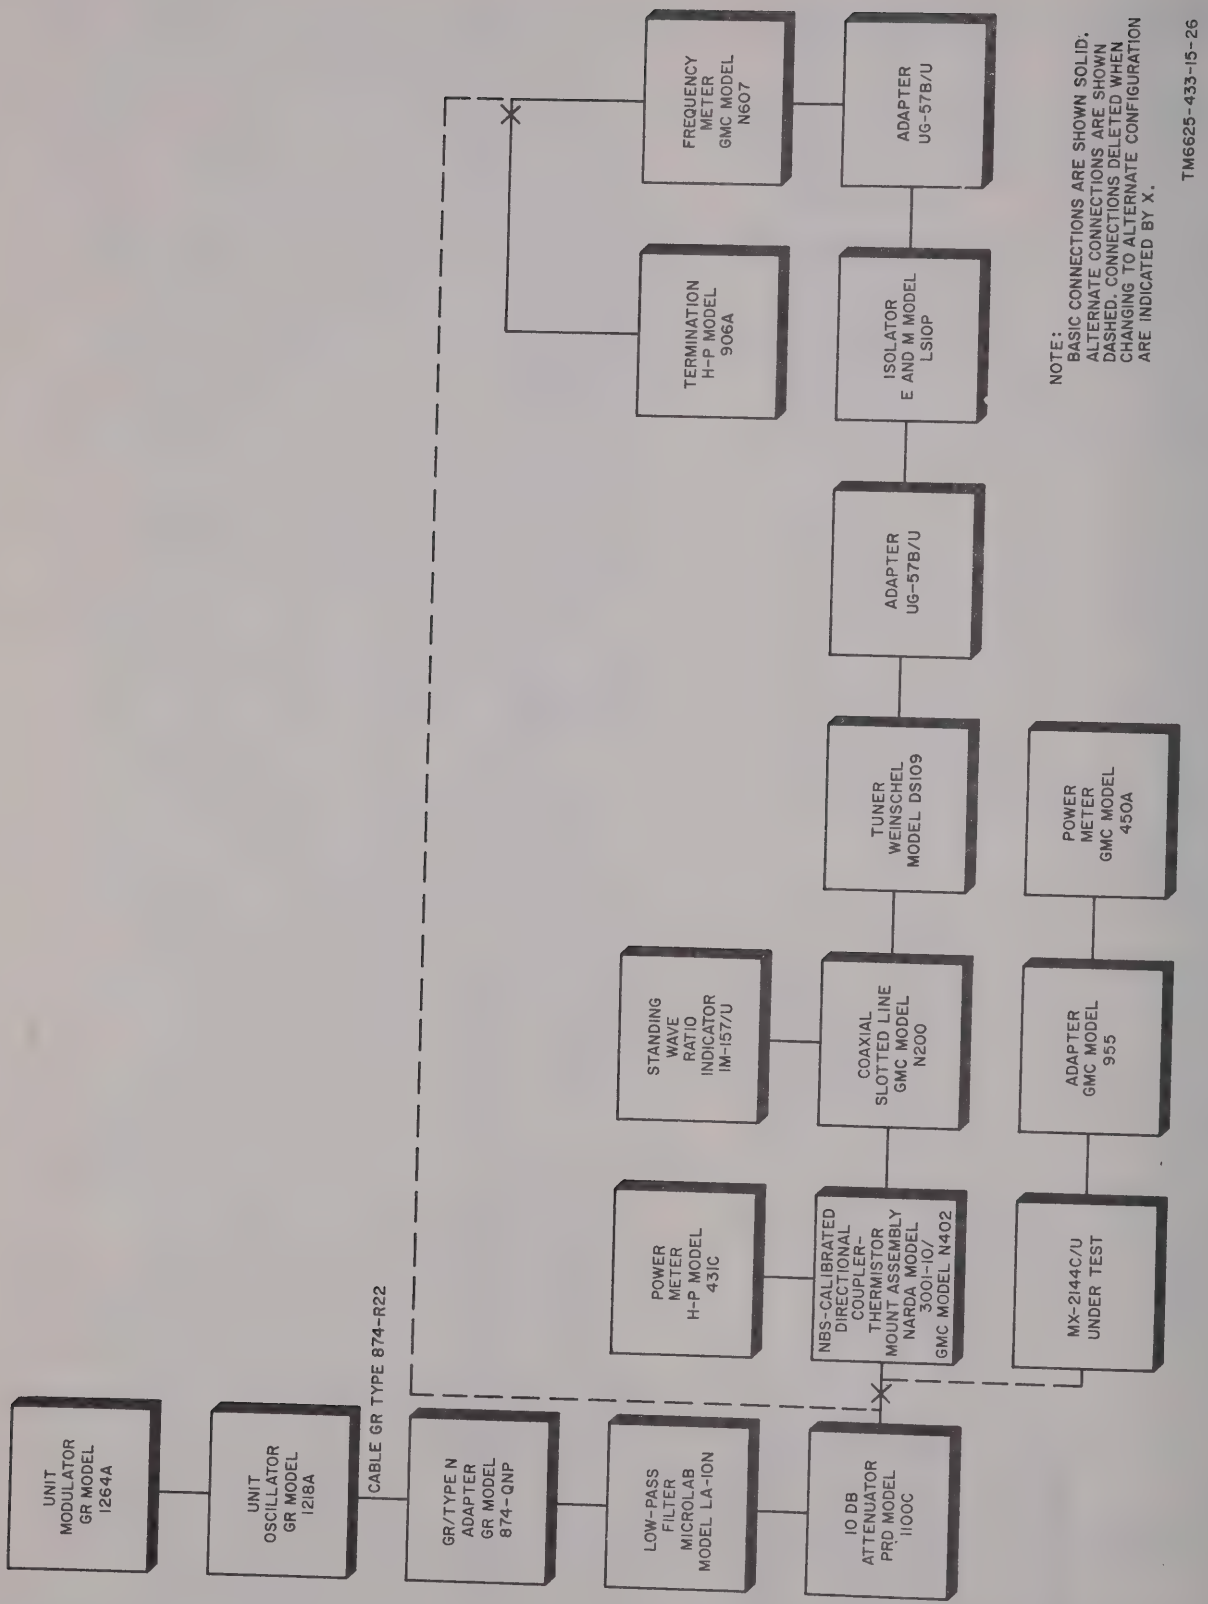

Figure 9–2. 1-kilomegacycle efficiency check connections.
(3) Perform the procedures in paragraph 7–5*b*(19) through (23).
(4) Connect the equipment as shown in figure 9–1. Use the equipment shown, or suitable equivalents.
(5) Set both GMC 450A BIAS controls to OFF, both BOLO RES. switches to 200Ω, both BAL BIAS READ switches to BIAS, and both RANGE switches to 10 MW.
(6) Turn on all equipment. Adjust the GR 1264A for a minimum GR 1215A output. Remove the loop connector from the GR–1215A. Allow a 15-minute warmup period.
(7) Slowly replace the loop connector into the GR 1215A. Continue to insert until the GMC 450A that is connected to the GMC 955 indicates approximately 10 mw. Adjust the GR 1264A if necessary.
(8) Adjust the GR 1215A frequency for an indication of 100 megacycles on the AN/USM–207.
(9) Remove the UG–107B/U, the UG–57B/U, and the AN/USM–207.
(10) Using the BIAS and ZERO SET COARSE and FINE controls, null both GMC 450A's.
(11) Set both GMC 450A BAL BIAS READ switches to READ.
(12) Connect the GR 874–QNP to the PRD 1100C.
(13) Adjust the GR 1264A for a 10-mw power level into the MX–2144C/U under test. (The indication on the GMC 450A connected to the NBS–calibrated assembly is multiplied by the calibration factor of the NBS-calibrated assembly in the power level applied to the MX–2144C/U under test.)
(15) Connect the equipment as shown in figure 9–2, basic configuration. Use the equipment shown, or suitable equivalents. Connect the GMC N607 in the reaction position.
(16) Set the GMC 450A BIAS control to OFF and the BAL BIAS READ switch to BIAS.
(17) Turn on all equipment. Adjust the GR 1264A power level and the GR 1218A output control for a minimum GR 1218A output level. Allow a 15-minute warmup period.
(18) On the H–P 431C, set the CALIB. FACTOR PERCENT switch to 100, the MOUNT RES switch to 200Ω, and the RANGE switch to NULL. Null the H–P 431C.
(19) Set the H–P 431C RANGE switch to 1 MW
(20) Zero the H–P 431C.
(21) Adjust the GR 1264A power level and the GR 1218A output control for an indication of approximately 1 mw on the H–P 431C.
(22) Adjust the GR 1218A frequency to 1 kilomegacycle as indicated on the GMC N607.
(23) Detune the GMC N607.
(24) Using the GMC N200, measure the system standing-wave ratio (swr) as indicated on the IM–157/U.
(25) Adjust the Weinschel DS109 for a minimum swr indication on the IM–157/U. This must be less than 1.02:1.
(26) Remove the PRD 1100C from the NBS-calibrated assembly.
(27) Using the BIAS and ZERO SET COARSE and FINE controls, null the GMC 450A.
(28) Set the GMC 450A BAL BIAS READ switch to READ.
(29) Connect the equipment as shown in figure 9–2. Do not change any equipment control settings. Do not disconnect any equipment between the GMC N607 and the NBS-calibrated assembly.
(30) Adjust the GR 1264A power level and the GR 1218A output control for a 10 mw power level into the MX–2144 C/U under test. (The indication on the H–P 431C multiplied by the calibration factor of the NBS-calibrated assembly is the power level applied to the MX–2144C/U under test.)
(31) Measure and record the power level, in mw, on the GMC 450A. This reading, multiplied by 100 percent, is the efficiency of the MX–2144C/U. It must be at least 98 percent. With a hammer and a punch, stamp the value on the calibration plate used in (14) above.
(32) Connect the equipment as shown in figure 9–3. Use the equipment shown or suitable equivalents. Adjust the PRD 159B for maximum attenuation. Use forced-air cooling to maintain the klystron temperature below 100° (212°F).
(33) Set the GMC 450A BIAS control to OFF and the BAL BIAS READ switch to BIAS.